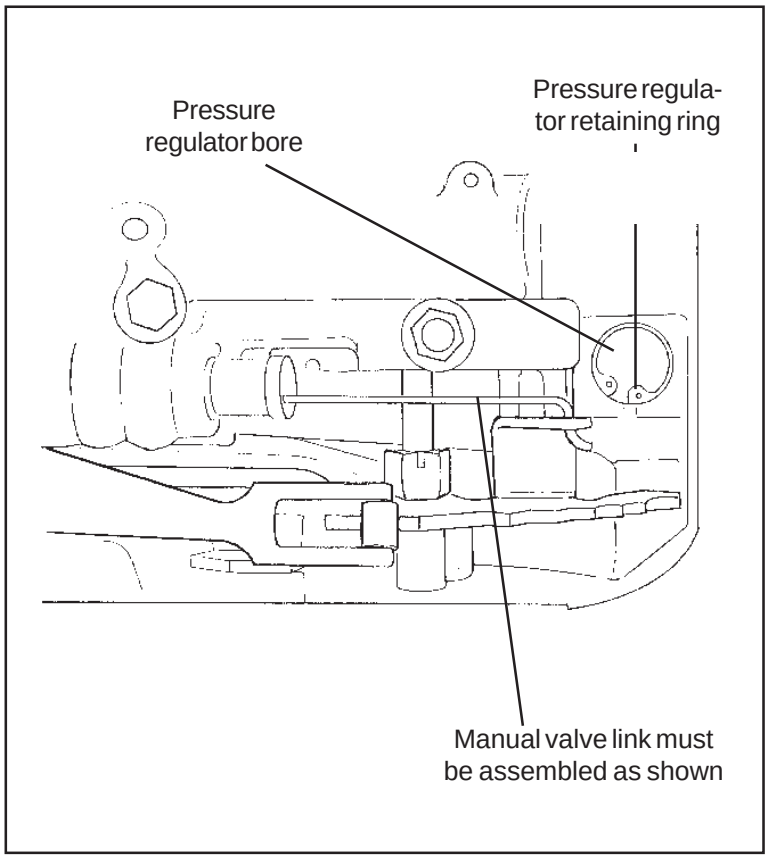
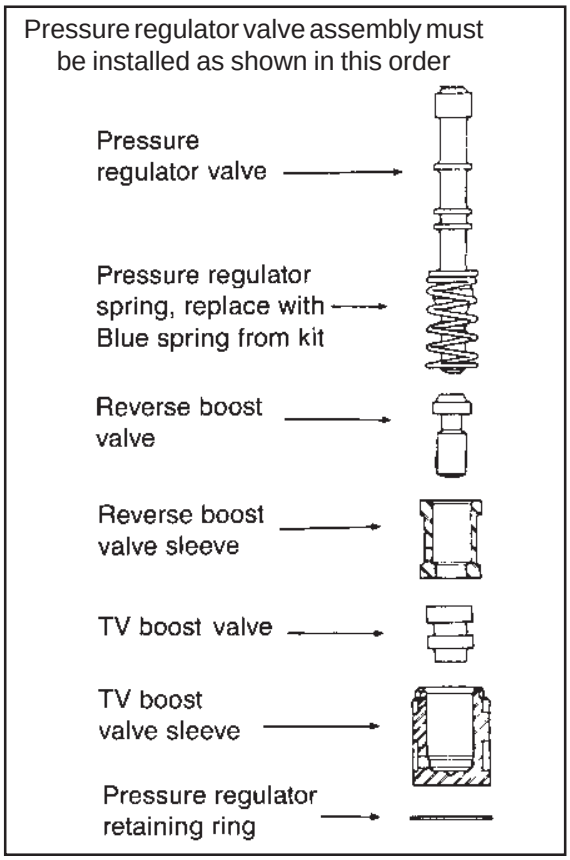

Figure 6
Figure 7
Remove the snap ring at the end of the pressure regulator bore in the oil pump assembly **(See Fig. 6.)** Use a screwdriver to hold the pressure regulator assembly while removing the retaining ring. If the sleeves stick in the bore, lightly rap the sleeve with a small rod and a mallet (piece of 2X4.) Remove two sleeves with valves and the pressure regulator spring. The pressure regulator may fall out but it does not need to be removed. Reassemble the pressure regulator assembly using the **BLUE** spring from the kit **(See Fig. 7.)** Use the new retaining ring from the kit. Make sure the retaining ring is firmly seated in its groove when assembled.
STEP 19. Valve body installation. Make sure check balls are in proper locations. Position the manual valve so the link rod can be engaged **(See Fig. 6.)** The link rod must be placed into the hole of the manual rod at a right angle, then rotated to allow the valve to enter the valve body bore. Do not force the valve at any time. When the valve is fully engaged, align the valve body and case holes then install one bolt finger tight to hold valve
4: Regulator valve retaining ring fully seated in groove. **(See Fig. 6)**.